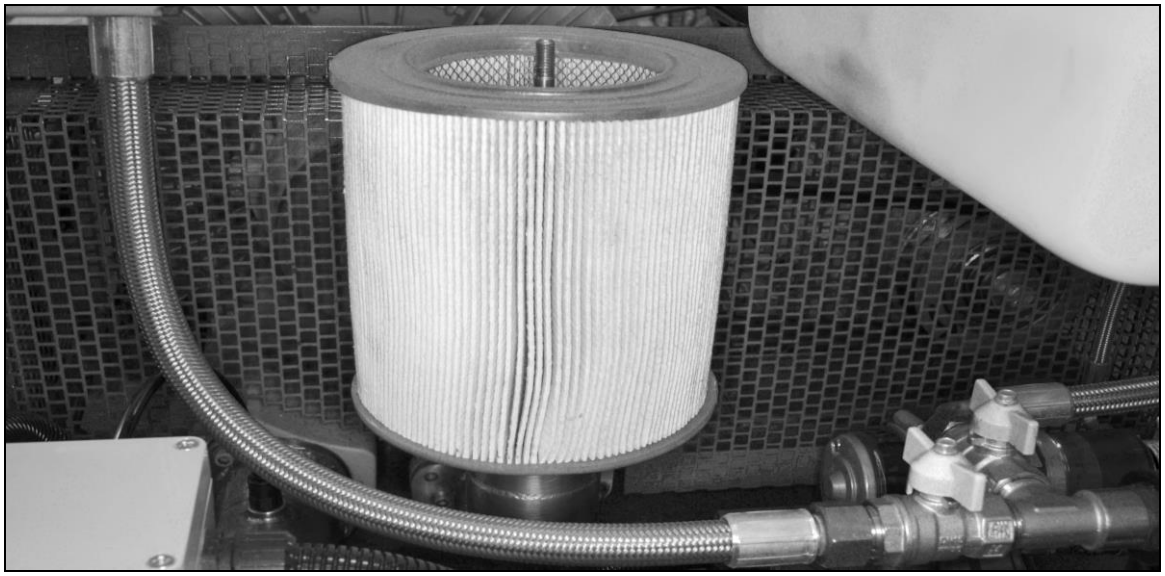

*Fig. 9 – Filtro de aire (con la tapa retirada)*
2. Subir la tapa y separarla del filtro interno – ver Fig. 9.